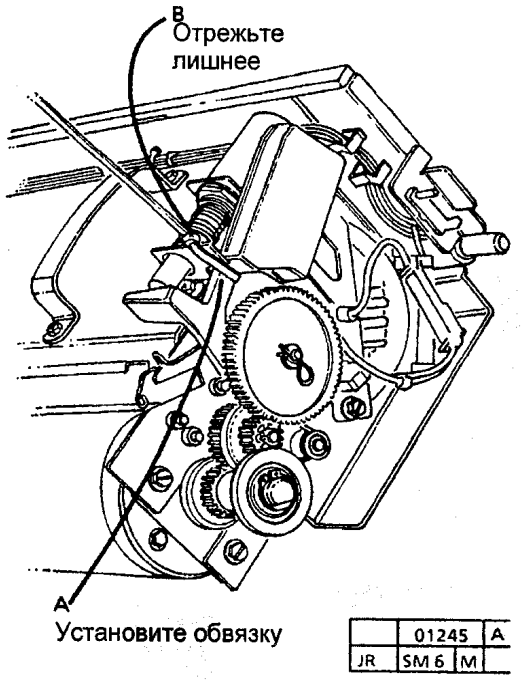

Рис. 1 Установка обвязки на грузик соленоида
4. (РИС. 1): УСТАНОВИТЕ ОБВЯЗКУ НА ГРУЗИК СОЛЕНОИДА.